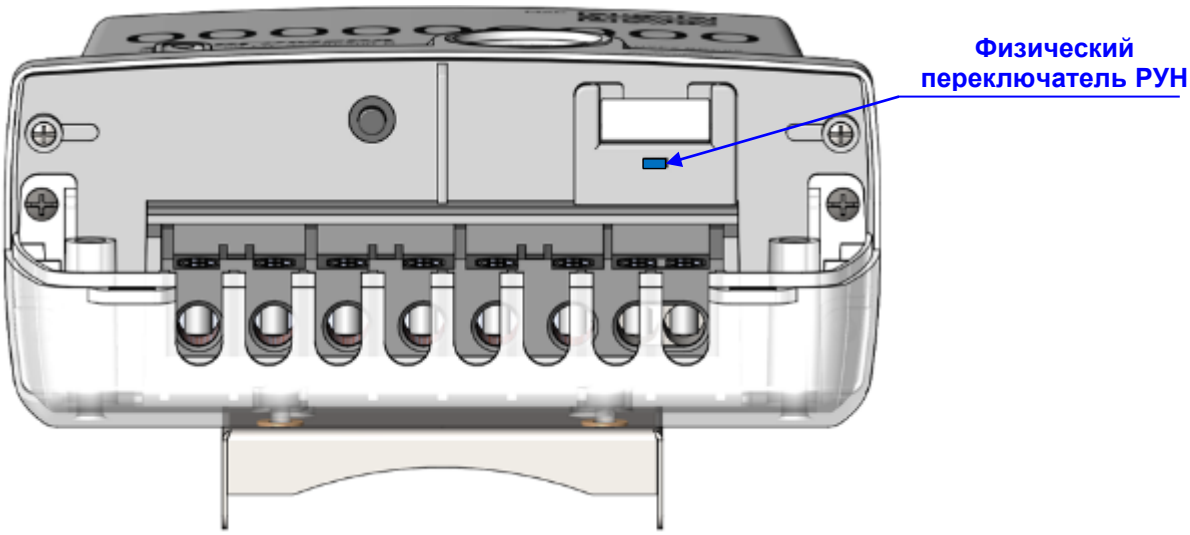

Рисунок 10 – Исполнения счетчиков CE308 C36 с физическим переключателем РУН
- световой индикатор функционирования «СЕТЬ» (1);
- один световой индикатор учета активной энергии (A) и один световой индикатора учета реактивной энергии (R) (2);
- элементы оптического порта (3);
- трехпозиционный физический переключатель (см. рисунок 10);
- крышка зажимов (4).